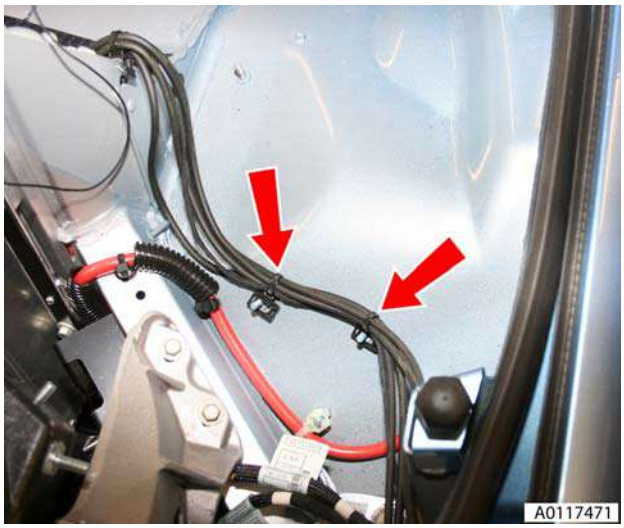

Figure 4
9. Remove harness/pipe retaining clips (x2) (LH) (see Figure 4).